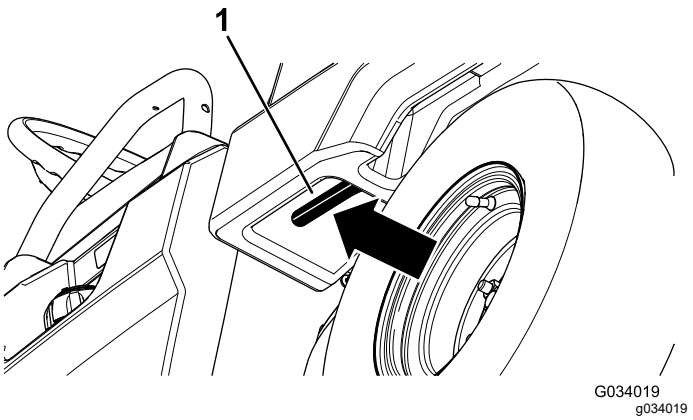

Figur 16
1. Dra spaken på lastflakets vänstra insida mot dig och höj upp lastflaket (Figur 16).
1. Höj upp lastflaket något genom att lyfta upp låsspärren (Figur 16).